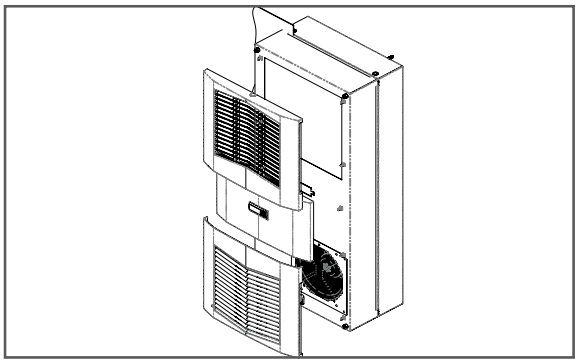

Figure 7
15. Replacez la grille perforée et, le cas échéant, le panneau central sur le capôt avant (voir la Figure 7, à la page 9).